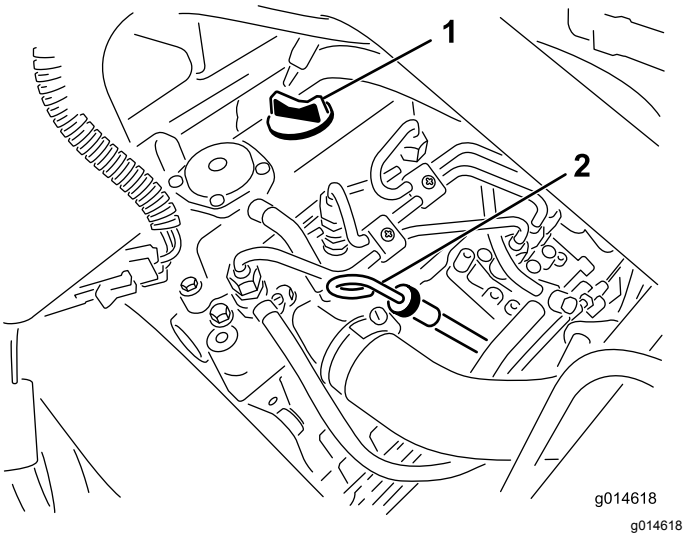

Rysunek 29
2. Wyjmij wskaźnik poziomu i wytrzyj go czystą szmatką (Rysunek 29).